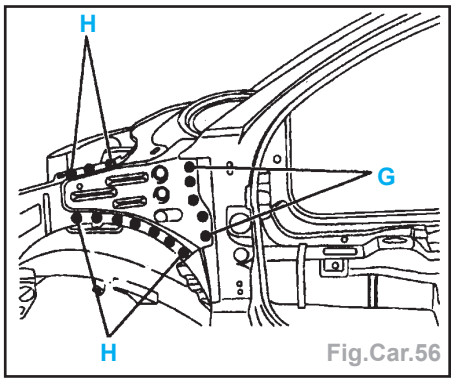

Fig.Car.56
- par points bouchons au MIG (suivant G) et meuler (Fig.Car.56),